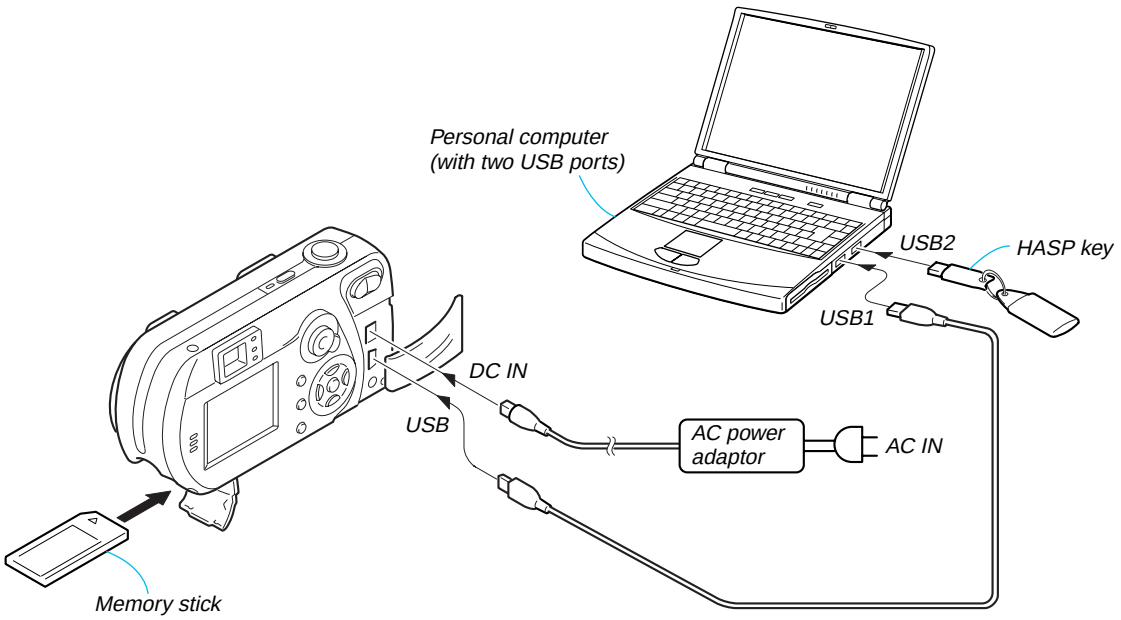

Fig. 6-1-4.
1) Connect the equipment for adjustments according to Fig. 6-1-4.